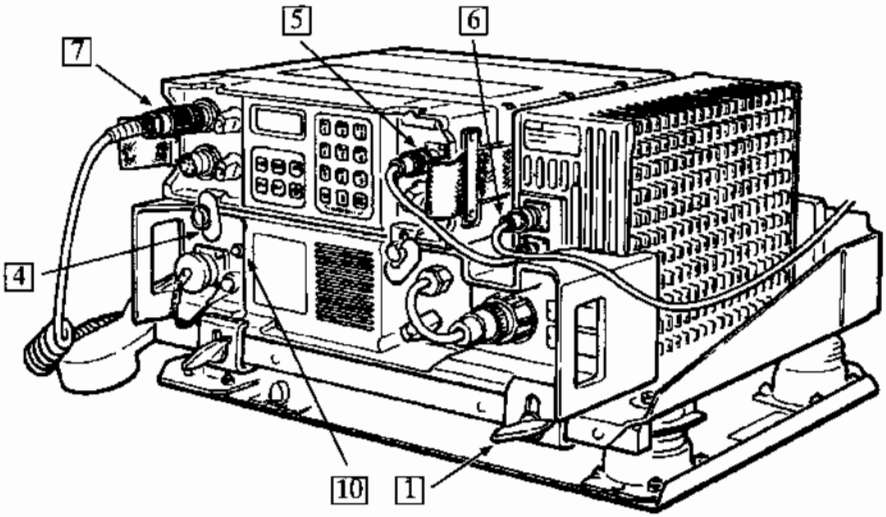

Bild 4. Ra 480, anslutningar
1. Skjut in fordonsenhet Ra 480 i fästramen så att anslutningsdonet på baksidan ansluts. Haka de två fästvinklarna över nederkanten och dra fast vingskruvarna, se Bild 4.